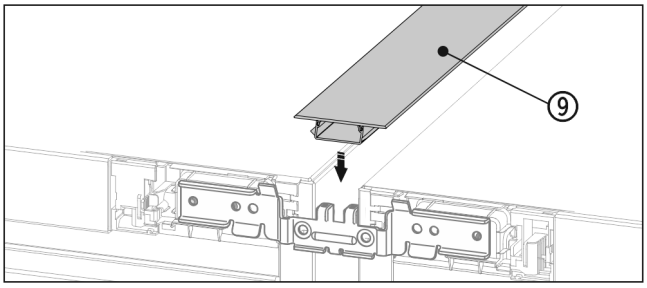

*Fig. 21 **
▶ Na horní straně zatlačte krátkou krycí lištu *Fig. 21 (9)* do horizontální spáry.*